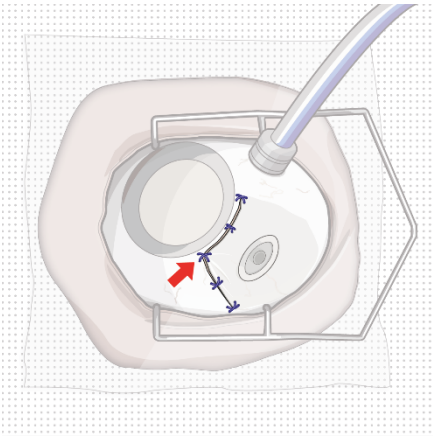

Figure 44
- Ensure suture placement away from the implant (Figure 44).